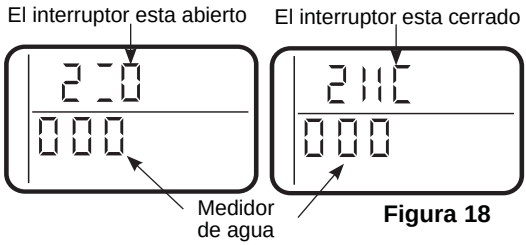

Figura 18
1. Mantenga presionado el botón **MODE/SET (Modo/ Configuración)** por 3 segundos hasta que se visualice la pantalla Configurar la alarma de nivel de sal bajo, luego presione el botón **MODE/SET (Modo/ Configuración)** cinco veces hasta que "000" se visualice en la pantalla, y luego libere el mismo. Vea la Figura 18.
3. Los símbolos en la pantalla indican el funcionamiento del interruptor de POSICIÓN. Vea la Figura 18.